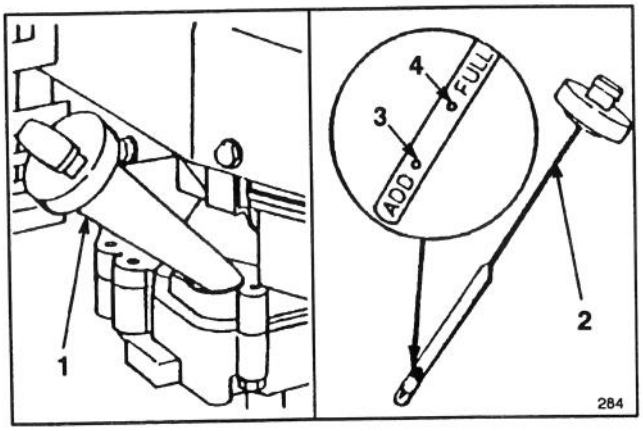

Figure 6
Fill crankcase with 10W30 oil until oil level reaches FULL mark on dipstick as shown in Figure 6. SAE 30 oil may be substituted if 10W30 oil is not available. The maximum crankcase capacity is 25 ounces (0.75 liters) of oil. Use any high quality detergent oil having the American Petroleum Institute (API) "service classification" — SE, SF or SG.
Before each use, ensure oil level is between ADD and FULL marks (Fig. 6). Add oil if level is low.
3. Wipe dipstick and insert it into filler neck. Rotate cap 1/4 turn. Then remove dipstick and check level of oil (Fig. 6). If level is low, add only enough oil to raise level to FULL mark on dipstick. **DO NOT FILL ABOVE FULL MARK BECAUSE ENGINE COULD BE DAMAGED WHEN STARTED. POUR OIL SLOWLY.**
1. CHECK OIL LEVEL—Maintain oil level between ADD and FULL range as shown on dipstick (Fig. 6).